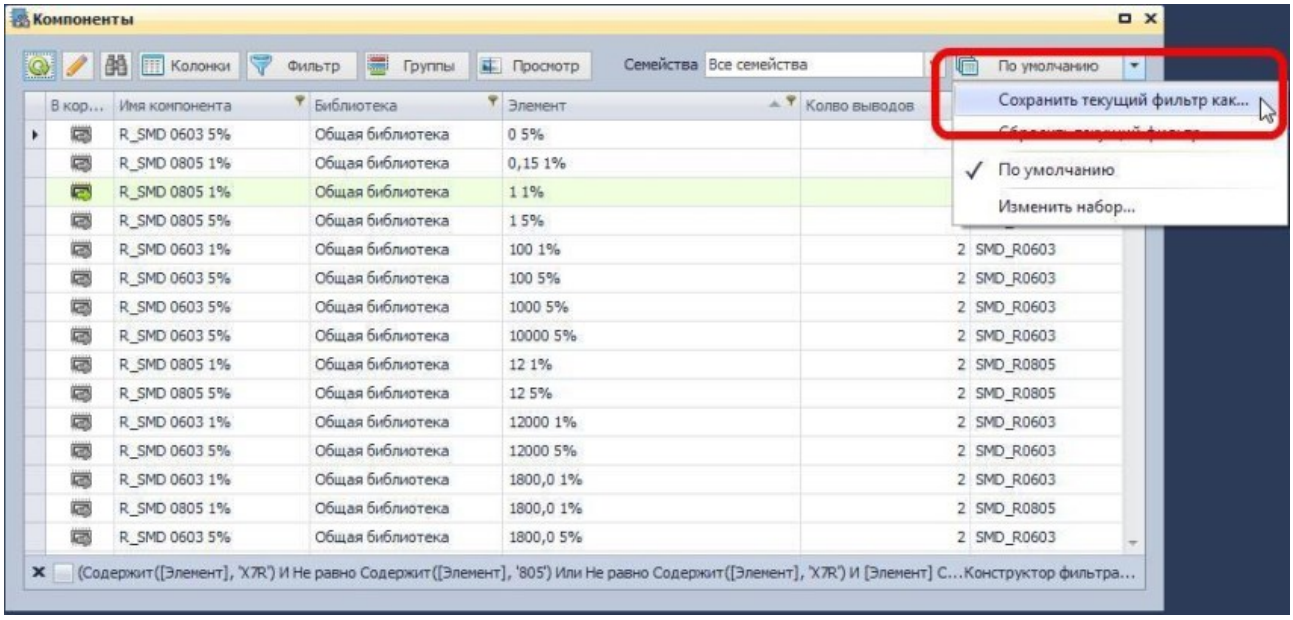

Рис. 801. Сохранение фильтра
1. Откройте выпадающий список, который расположен в верхнем правом углу окна и выберите пункт «Сохранить текущий фильтр как…», см. Рис. 801.